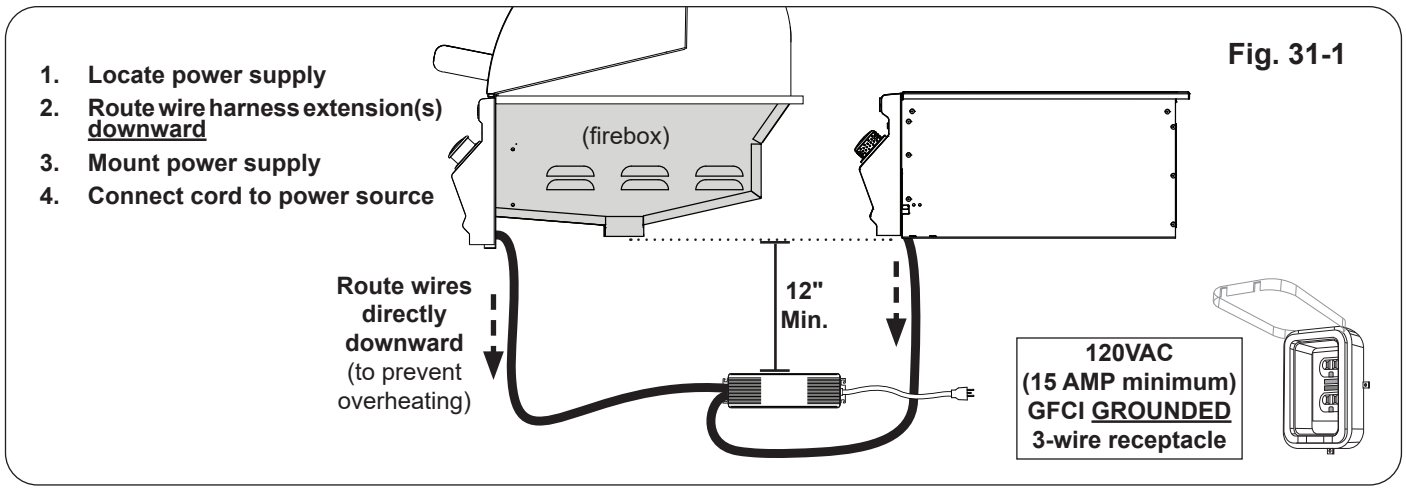

Fig. 31-1
1. The power supply MUST be located at least 12 inches below the bottom of the grill and/or sideburner (see Fig. 31-1).
2. The wire harness extension that exits from the control panel MUST be routed directly downward. This will prevent overheating. **DO NOT** route the wire harness extension below the grill firebox and/or sideburner (see Fig. 31-1).
- located at least 12" below the bottom of the unit (see Fig. 31-1)
4. Connect the power cord to a **120VAC (15 AMP minimum) GFCI GROUNDED three-wire receptacle** (see Fig. 31-1). The GFCI receptacle must be a WEATHER-PROOF IN-USE COVERED RECEPTACLE.